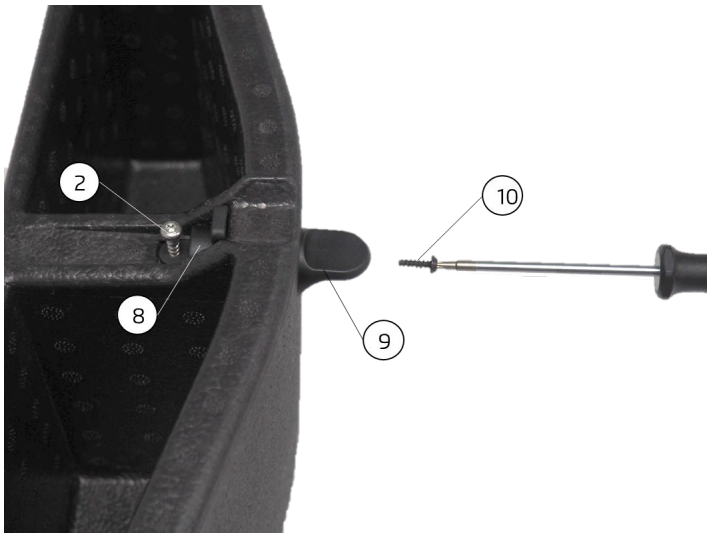

Abb. 4 / fig. 4
Von der Außenseite den Griff ⑨ in das Handschuhfach ①einsetzen und mit der Thermoplastschraube 3,5x12 ⑩ befestigen (Abb. 4).
Insert the handle ⑨ into the glove compartment from the outside and fix it with the thermoplastic screw 3.5x12 ⑩ (Fig. 4).